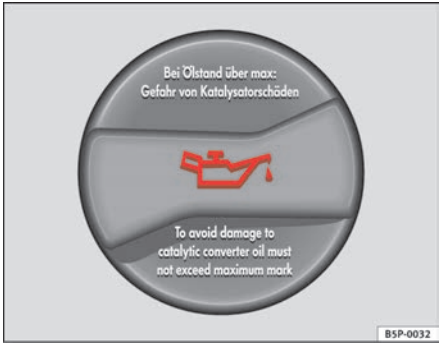

Fig. 158 In the engine compartment: Engine oil filler cap
– Unscrew cap from oil filler opening ⇒ fig. 158.
– As soon as the oil level is in area (B), carefully close the cap.